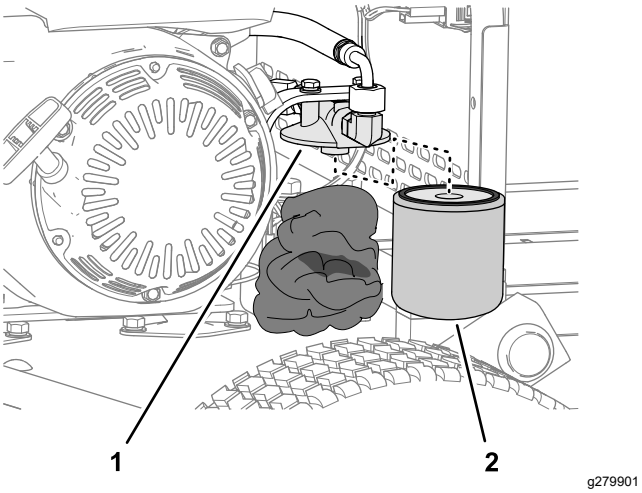

Figuur 37
2. Stop doeken onder het hydraulische filter (Figuur 37).
3. Verwijder het hydraulische filter voorzichtig (Figuur 37).
5. Draai het filter handmatig op de filterkop (Figuur 37) totdat de pakking contact maakt met de filterkop. Draai het filter vervolgens nog eens ¾ slag vaster.